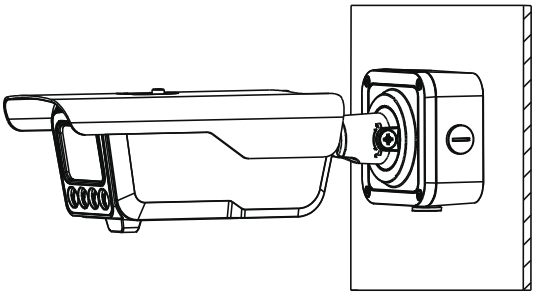

Рисунок 5.3 – Настенное крепление видеокамеры
2. Используя крепежные элементы из комплекта поставки, закрепите видеокамеру на установочной поверхности (Рисунок 5.3).